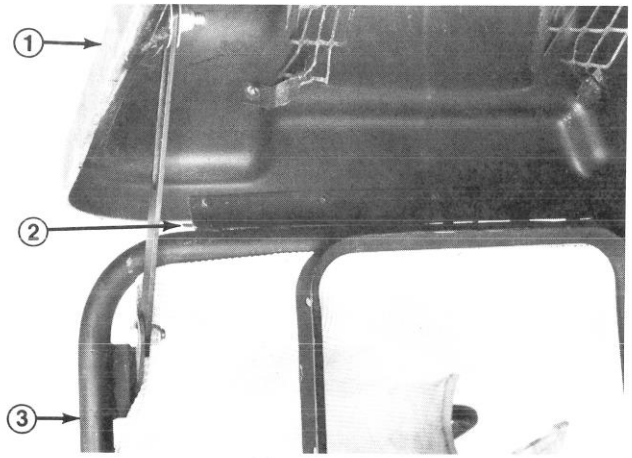

Figure 19
7. Connect hood assy. to upper support tube assy. with hinge pin (Fig. 19).